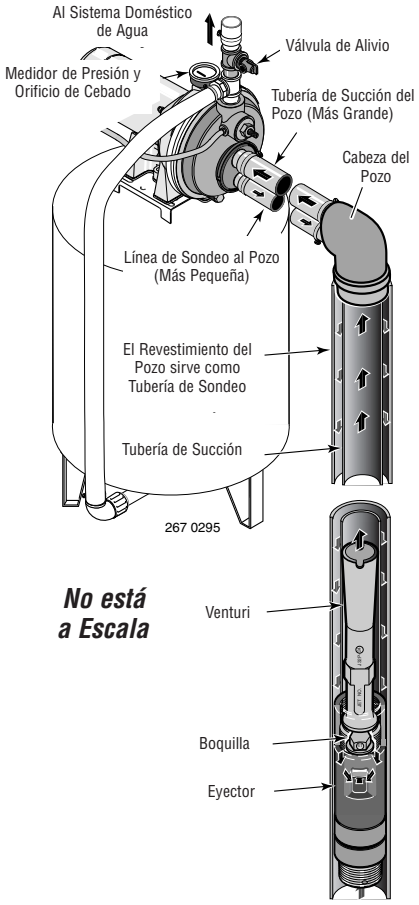

Figura 11: 2 pulg. (Tubo Sencillo) Pozo Profundo
POZO DE 2" (FIGURA 11)
3. Instale el kit de eyector FP4800 y 29670 (se vende por separado), la tubería del pozo y el adaptador de cabeza del pozo de acuerdo con las instrucciones que vienen incluidas en el paquete del eyector. Vea la Figura 11. Utilice tubo galvanizado de caída con juntas invertidas para lograr un flujo adecuado. Siga las instrucciones incluidas en el kit para ajustar la boquilla y el venturi a las condiciones de su pozo.